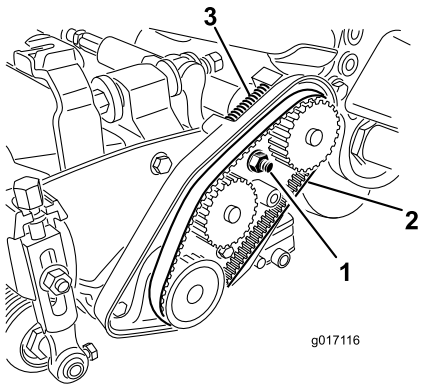

Figur 43
A. Løsn lejehusets monteringsmøtrik (Figur 43).
C. Fjern eventuelt snavs indvendigt i drivremmens kammer og omkring trykfjederen (Figur 43).